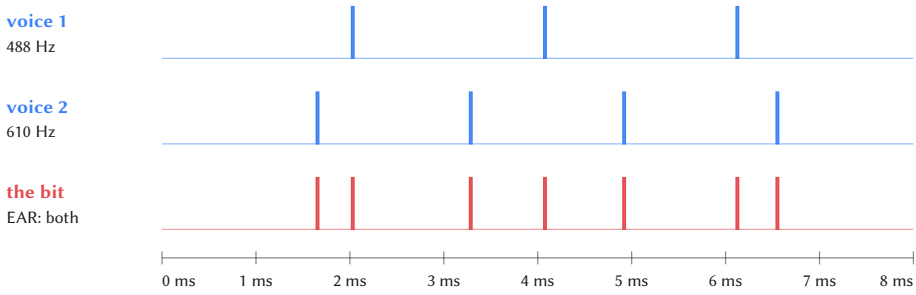

Figure 21.2: Two voices and the bit they share, over 8 ms.
4. The slots of a pass follow each other and never overlap, so the bit is exactly the two pulse trains added together (Figure 21.2).